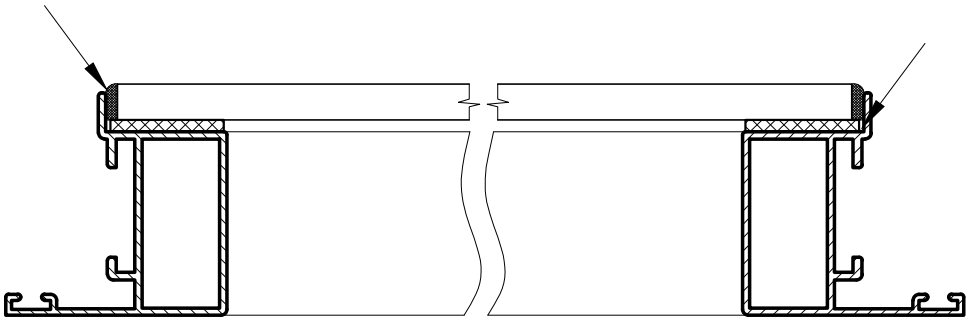

Рис. 5
4. Заполнить зазор между торцом стекла и профилем створки по периметру атмосферостойким герметиком (рис. 5).